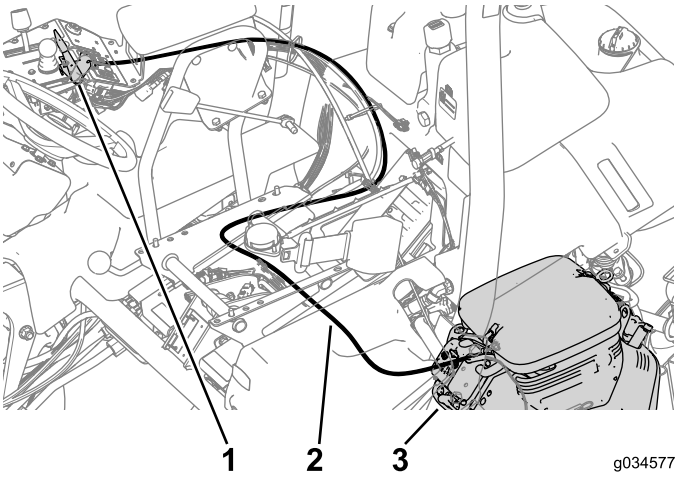

Рисунок 18
1. Проложите новый трос воздушной заслонки по маршруту прокладки исходного троса и прикрепите его к машине кабельными стяжками (Рисунок 18).
2. Подсоедините трос к органу управления воздушной заслонкой на двигателе (Рисунок 18).